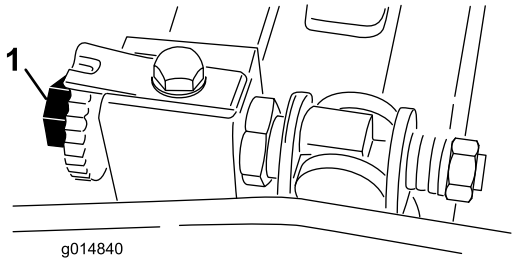
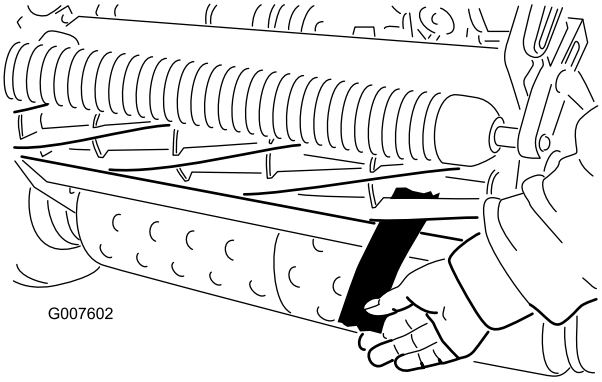

Figur 45
Figur 46
2. Kontroller at spolen ikke er i kontakt med noe ved å dreie justeringsskruene på motstangen mot klokken (Figur 45).
4. På én ende av spolens fremre side skyver du inn en lang remse med avispapir mellom spolen og motstålet (Figur 46). Mens du sakte dreier spolen fremover, skrur du justeringsskruen på motstangen med klokken (i samme ende av spolen, ett klikk om gangen, til papiret klemmes lett. Dette resulterer i at du kjenner motstand når det dras i papiret (Figur 45)).
6. Når du har justert ferdig, kontrollerer du at spolen kan klemme papiret når du setter dette inn foran, og at papiret klippes når du setter det inn i en rett vinkel i forhold til motstålet (Figur 46). Det skal være mulig å klippe papir når det er minimal kontakt mellom motstålet og spoleknivene. Hvis det er for mye spolemotstand (mer enn 0,79 Nm), må du slipe klippeenheten slik at du får skarpe nok kanter til å klippe presist. Se *Toros håndbok om spolesliping*.